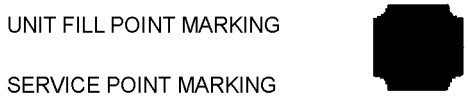

Figure 4-2. NATO Liquid Nitrogen Servicing Markings
4.2.2.8 Liquid nitrogen carts/tanks: One “Filled square” with quarter arcs removed from corners as shown in Figure 4-2.